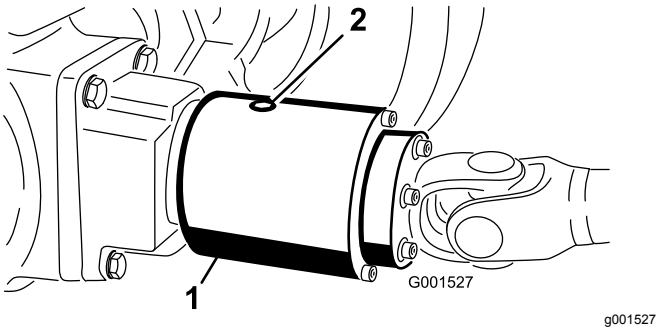

Figur 62
2. Vrid kopplingen (Figur 62) så att kontrollpluggen placeras i läget klockan 4.